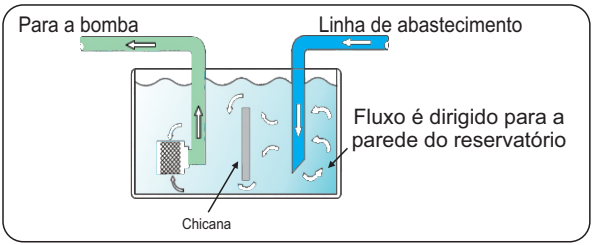

Figura 3
7.23 O ponto de captação de água para a bomba deve ficar o mais afastado possível da tubulação de abastecimento do reservatório, evitando assim, a sucção de bolhas de ar. Não havendo essa possibilidade, pode-se instalar chicanas no reservatório (ver figura 3).